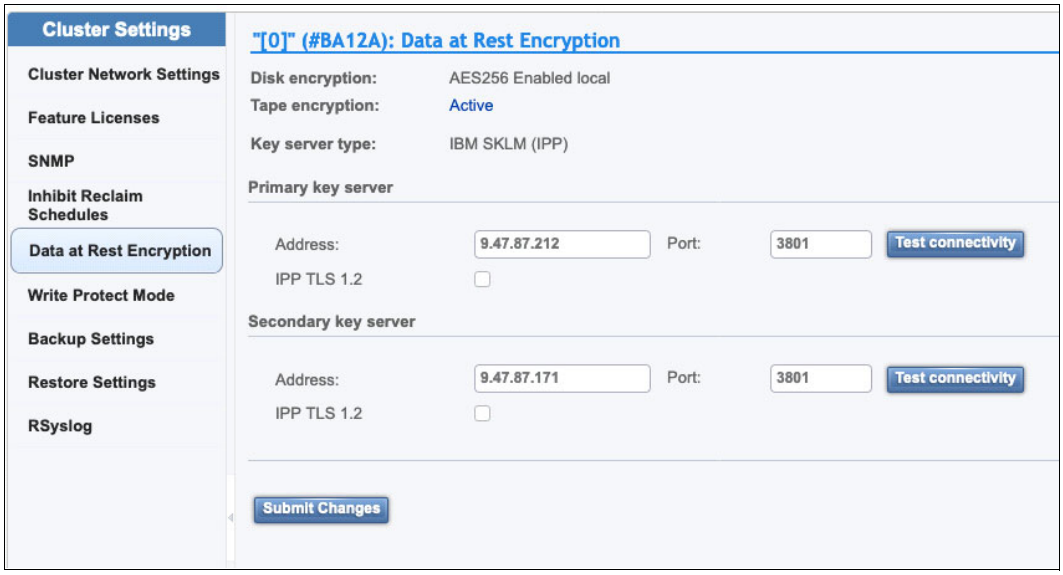
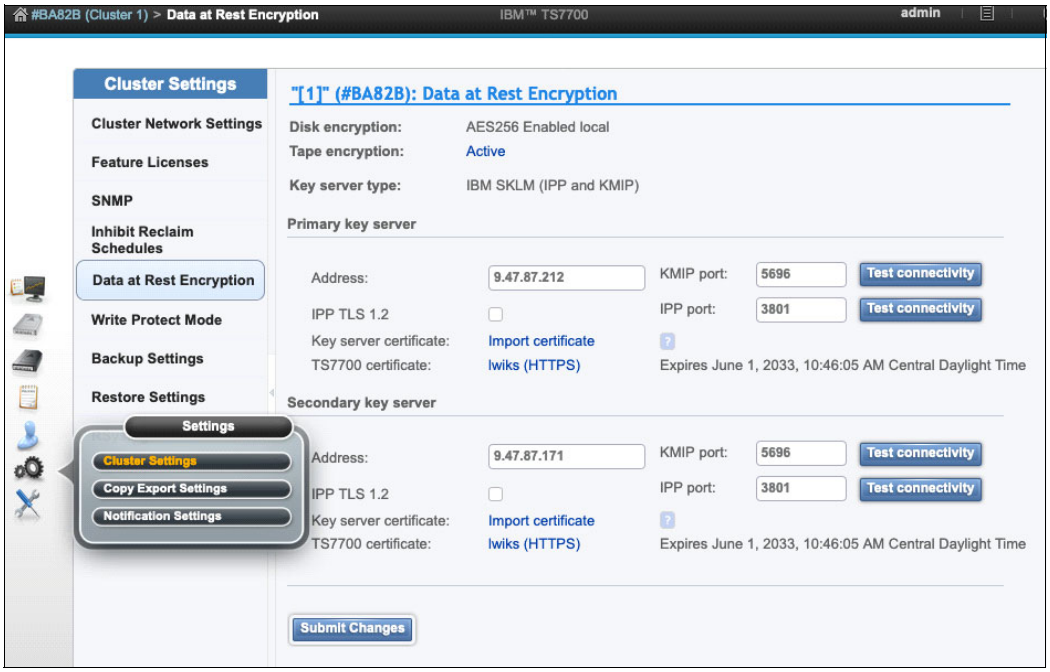

Figure J-2 "Data at rest encryption" configuration page (IPP-only)
Figure J-4 Data at Rest Encryption window (KMIP and IPP to be configured)
It is recommended to have two configured EKMs (primary and secondary), which are replicas of each other for redundancy. For this purpose, the TS7700T must know the IP addresses or named addresses of the target EKMs. This configuration can be done by using the Data at Rest Encryption page by clicking **Settings** → **Cluster Settings** in the MI (see Figure J-2 on page 1016).
- Figure J-2 shows a configuration in which the TS7700 disk cache is not externally key managed. If it is externally key managed, more options might be visible on this page, as show in Figure J-4 on page 1019. Any displayed KMIP options are not applicable to physical tape encryption. Only IPP options apply to physical tape encryption.
Physical tape encryption also uses IPP. Therefore, settings might exist for KMIP and IPP, based on your hardware configuration (see Figure J-4).
It is recommended to have two configured EKMs, which are replicas of each other for redundancy. The TS7700 must know the IP addresses or DNS style names of the target EKMs. This configuration can be done by using the Data at Rest Encryption page by selecting **Settings** → **Cluster Settings** (see Figure J-4).